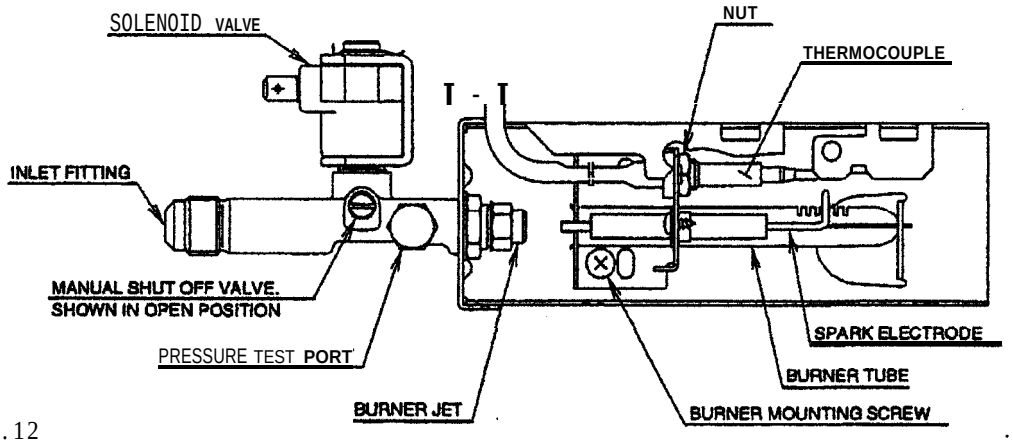

FIG.12
D. The LP gas pressure should be checked and the main regulator m-adjusted if pressure is incorrect. The correct operating pressure is 11 inches of water column. The correct place to take the LP gas pressure is at the test port just ahead of the burner jet. (See FIG. 12).
6. Remove the burner mounting screw end remove the burner assembly. (See FIG. 12).